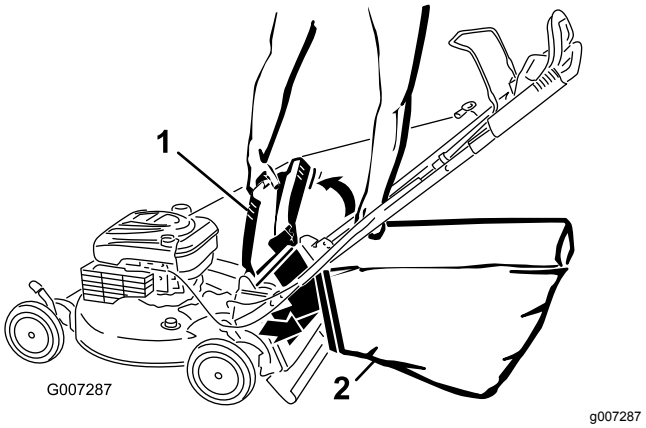

Figur 24
4. Häng gräsuppsamlarens övre framkant i skårorna (Figur 24).